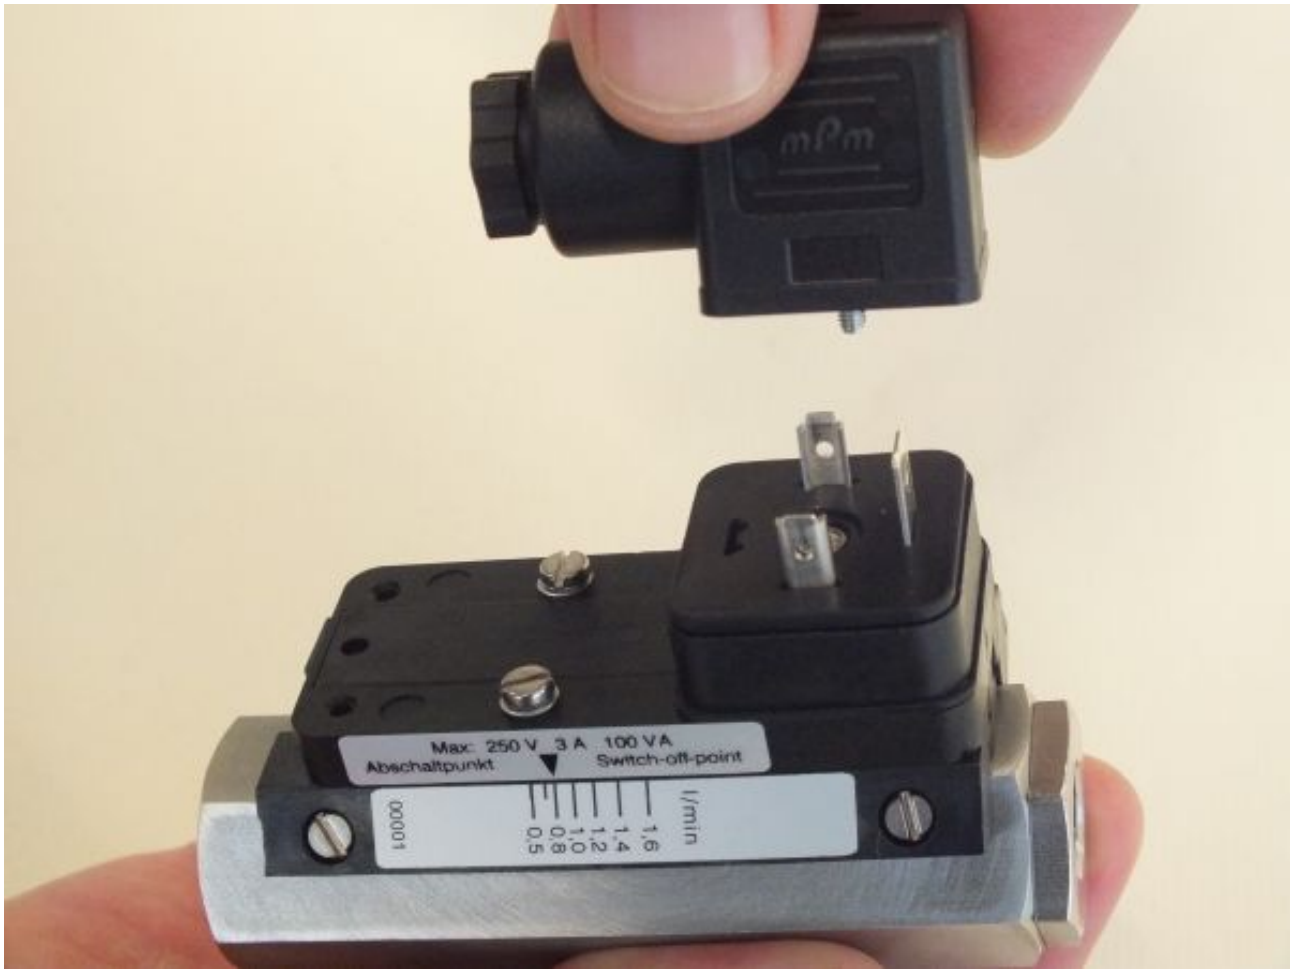

Fig. 60: Remove female socket
2. Remove the female socket and gasket (*Fig. 60*) by pulling upwards.